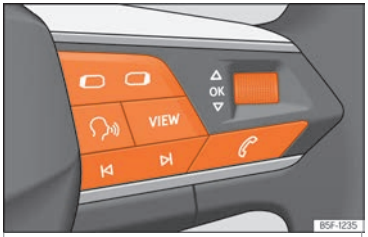

Fig. 75 Right side of the multifunction steering wheel: buttons to the menus and information displays on the instrument panel.
menu. Some warnings can be confirmed and hidden with the button OK of the multifunction steering wheel ››› Fig. 75.
- If a message or vehicle symbol is displayed, press the button OK ››› Fig. 75; if necessary, several times.
- To change menus, use buttons ▭ or ▭ ››› Fig. 75.
- To open the menu or the information displayed, press the button OK ››› Fig. 75 or wait a few seconds until the menu or the informative display opens automatically.
- In the menu displayed, turn the right thumbwheel of the multifunction steering wheel ››› Fig. 75 until the desired option of the menu is highlighted. The option appears framed.
- Press the button OK ››› Fig. 75 to make the required modifications. A mark indicates that the system or function is activated.